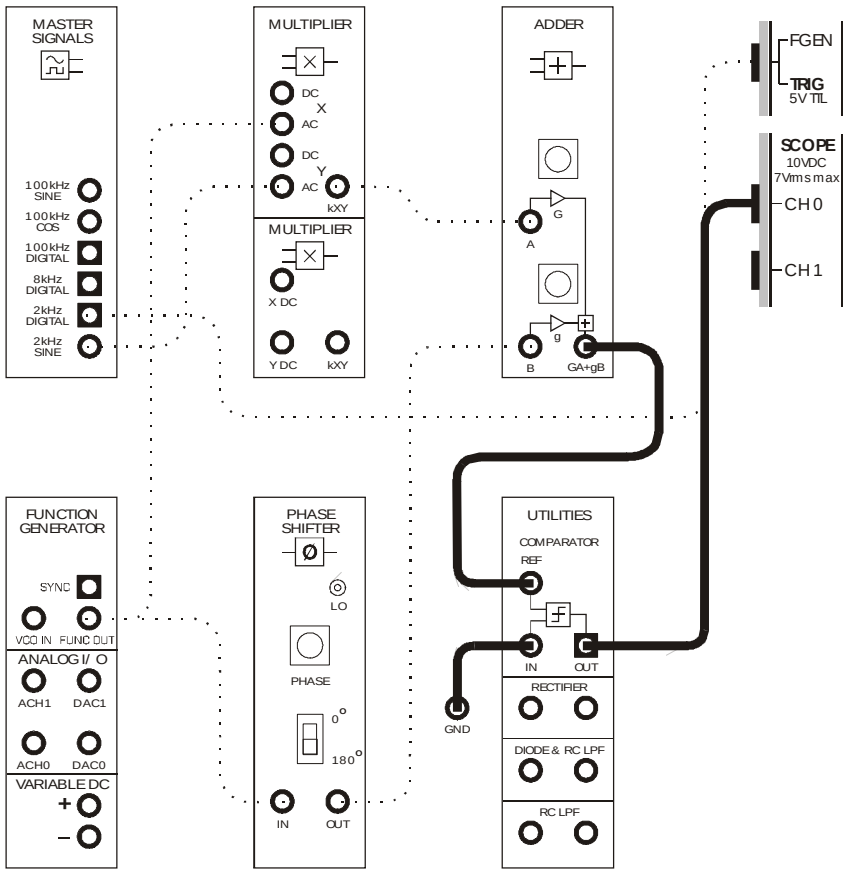
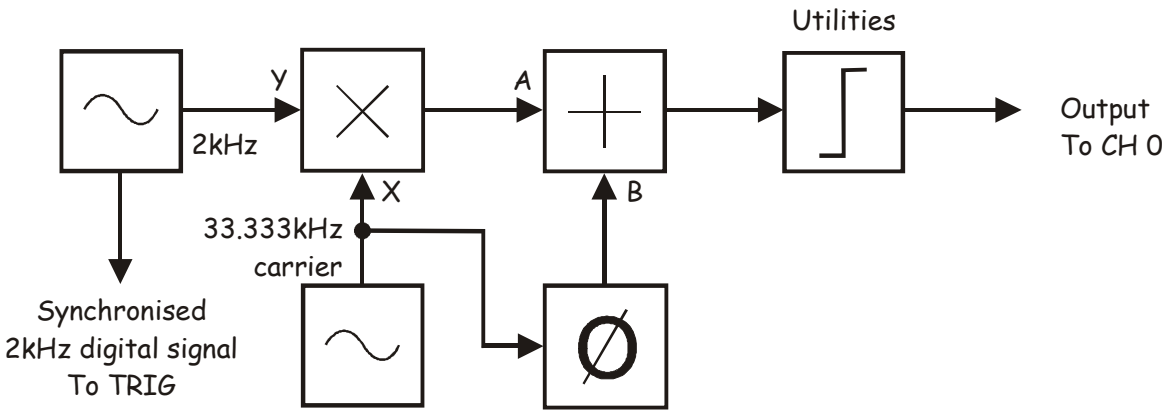

Figure 7
Figure 8
38. Modify the set-up as shown in Figure 7 below.
The set-up in Figure 7 can be represented by the block diagram in Figure 8 below. The Adder module's quadrature amplitude modulated output signal is fed to the input of the Comparator wired as an amplitude limiter.